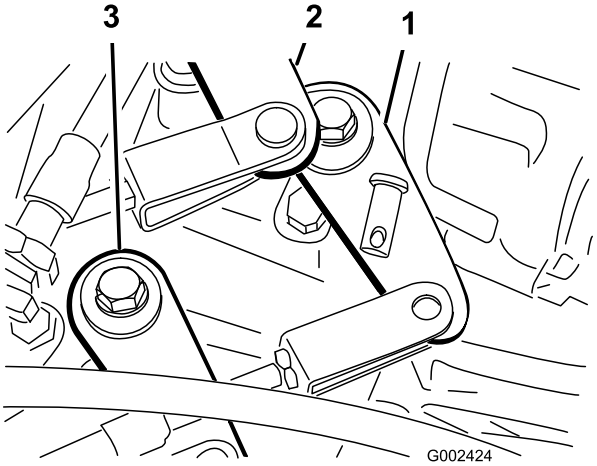

Figur 54
2. Fjern splittpinnene som fester girkablene til transakselens girarmer (Figur 54).
1. Fjern splittpinnen som fester kabelen for høy/lav hastighetsinnstilling til transakselen (Figur 54).